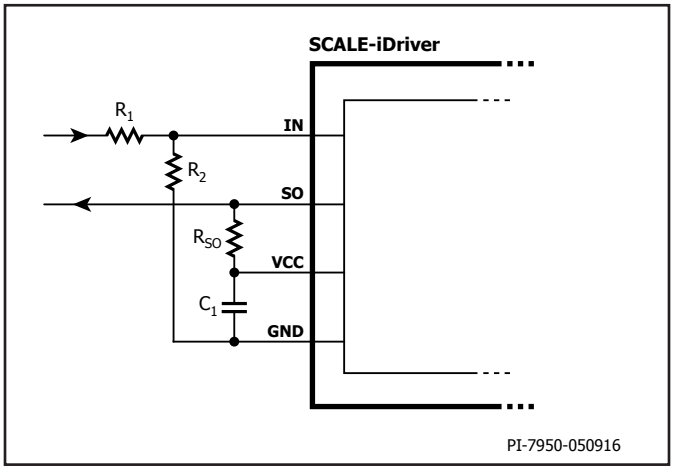

Figure 5. Increased Threshold Voltages V_{IN+LT} and V_{IN+HT}. For R_1 = 3.3 kΩ and R_2 = 1 kΩ the IN Logic Level is 15 V.
The input (IN) and output (SO) logic is designed to work directly with micro-controllers using 5 V CMOS logic. If the physical distance between the controller and the SCALE-iDriver is large or if a different logic level is required, the resistive divider in Figure 5 is recommended. This solution adjusts the logic level as necessary and will also improve the driver's noise immunity.